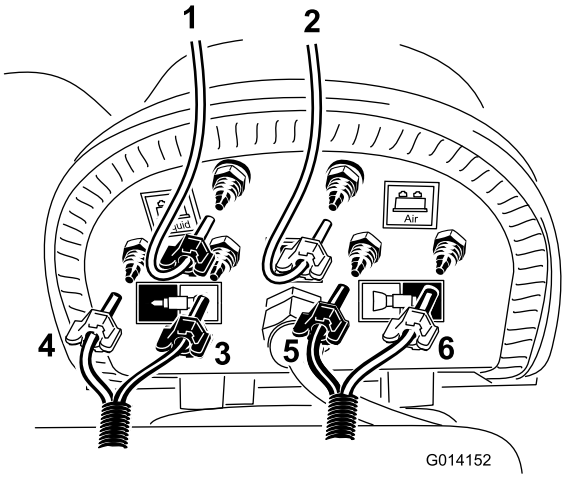

Figur 22
Obs: Montera den genomskinliga slangen på den **blå** gängade slangnippeln eller på kompressorns vattennippel enligt Figur 22. Använd en blå slangklämma för att fästa bägge slangarna. Slanghylsan måste delas ytterligare så att hela tankmonteringens längd ska få plats.
B. Leta reda på den korta slingkopplade slang som du kapade av tidigare och montera den genomskinliga slangen på den återstående gängade slangnippeln på det svarta tanklocket enligt Figur 22.
D. Leta reda på den skumslang som går till den vänstra rampen och koppla den blå och vita slangen enligt Figur 22.
E. Leta reda på den skumslang som går till den högra rampen och koppla den blå och vita slangen enligt Figur 22.